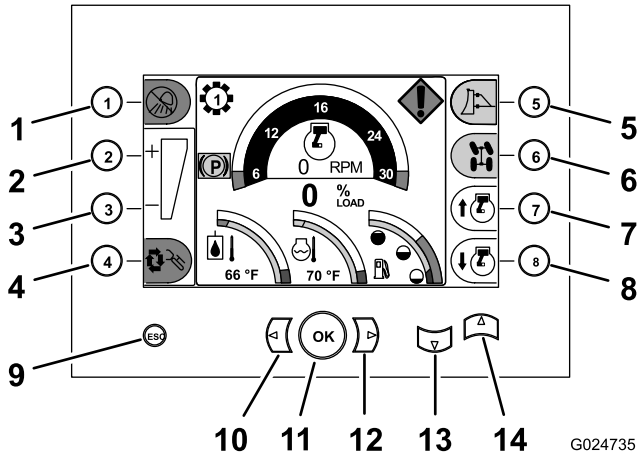

Rysunek 9
Zanim uruchomisz silnik i rozpoczniesz pracę z maszyną, zapoznaj się ze wszystkimi elementami sterowania (Rysunek 9 do Rysunek 16).
Przyciski centrum sterowania służą do obsługi funkcji maszyny oraz do poruszania się po ustawieniach maszyny i ekranach diagnostycznych (Rysunek 9).
- **Przycisk zwiększenia prędkości silnika** — naciśnij przycisk zwiększenia prędkości silnika (przycisk 7), znajdujący się w prawym dolnym rogu centrum sterowania, aby zwiększyć prędkość silnika (Rysunek 9).
- **Przycisk zmniejszenia prędkości silnika** — naciśnij przycisk zmniejszenia prędkości silnika (przycisk 8), znajdujący się w prawym dolnym rogu centrum sterowania, aby zmniejszyć prędkość silnika (Rysunek 9).